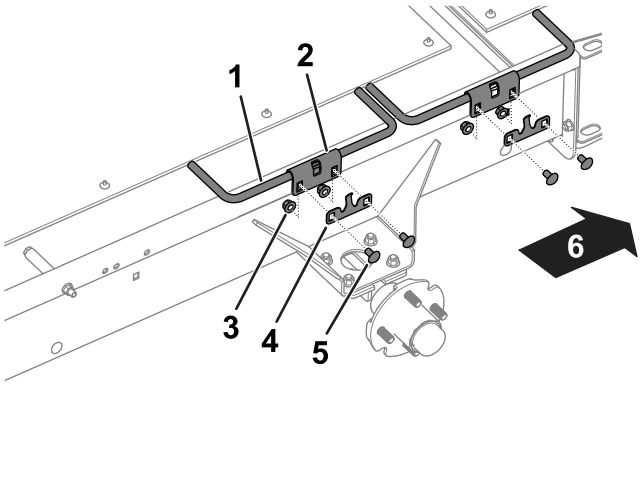

Figur 2
4. Ta bort vagnsskruvarna, flänsmuttrarna och fjäderlåsen som fäster stängerna och stångbeslagen på båda sidorna av släpet (Figur 2).
5. Ta bort stängerna och stångbeslagen från släpet (Figur 2).
1. Använd de vagnsskruvar, flänsmuttrar, fjäderlås och stångbeslag du tidigare tog bort till att montera stängerna på släpet. Se Figur 2.